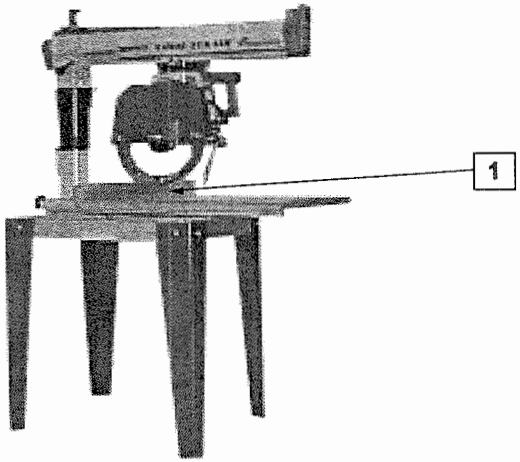

Fig. 1
1. Place the piece to cut against the fence (**1**) Fig. 1. Its wider surface should preferably be resting on the work bench.